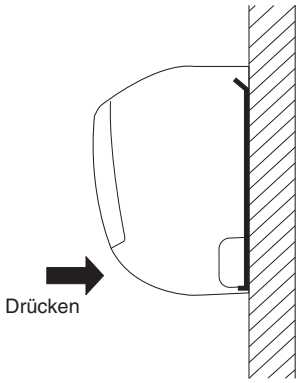

Abb. 3-22
(1) Zur Installation der Inneneinheit diese auf die 3 Ansätze am oberen Teil der Rückwand setzen.
(2) Auf den Luftauslass drücken und den unteren Teil der Inneneinheit andrücken, bis diese mit einem Klickton fest auf den Montageansätzen an der Unterseite der Rückwand einrastet. (Abb. 3-22)